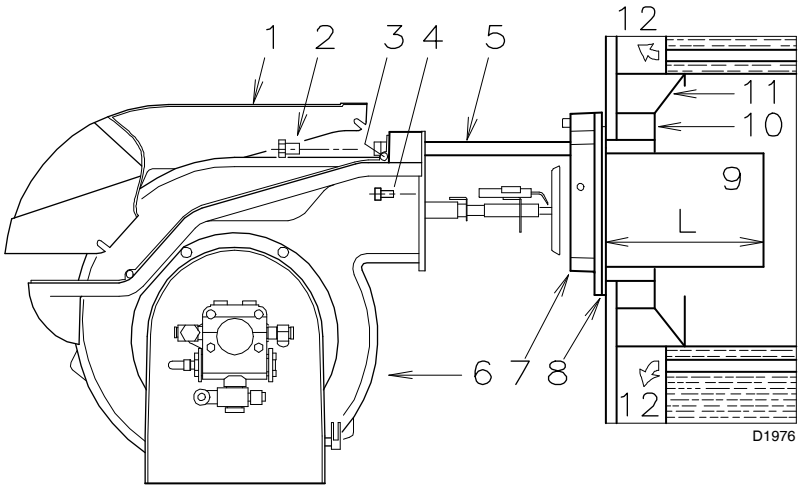

Fig. 8
En calderas con frontal refrigerado por agua, no es necesario el revestimiento refractario 10)-11)(Fig. 8), salvo que lo indique el fabricante de la caldera.
Fijar la brida 7)(Fig. 8) a la placa de la caldera, intercalando la junta 8) (Fig. 8) que se suministra. Utilizar los 4 tornillos que se suministran, después de haber protegido la rosca con algún producto antibloqueo (grasa para temperaturas altas, compuestos, grafito).
– Abrir el quemador sobre las guías como en (Fig. 8 pág. 12).